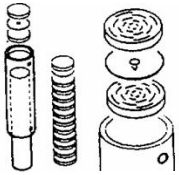

Abb. 22
- Halten Sie das Schlagrohr senkrecht (Seite mit dem O-Ring oben) und führen Sie von unten den Stößel ein. Legen Sie einen Schlagteller ein, darauf legen Sie eine Zwischenscheibe (Kegelspitze nach unten). Schieben Sie nun abwechselnd die Schlagteller (13 Stck.) und Zwischenscheiben (12 Stck.) nach bzw. führen Sie die komplette Schlagwelle ein. (Abb. 22)